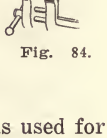

Fig. 84.
72. Use of Pliers.—Pliers are of many sizes, shapes and kinds. In bending, twisting, cutting, holding or shaping metal, pliers, cutters and nippers are used. Pliers are almost indispensible general purpose tools for the average shop. See Fig. 84.